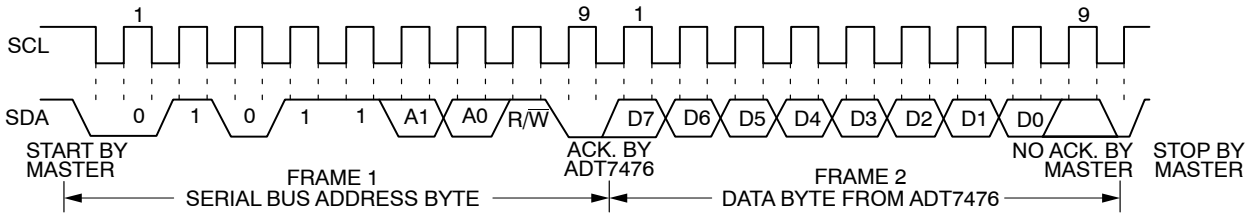

Figure 20. Reading Data from a Previously Selected Register
A read operation is then performed consisting of the serial bus address; R/$\overline{W}$ bit set to 1, followed by the data byte read from the data register (see Figure 20.)
2. If the address pointer register is already known to be at the desired address, data can be read from the corresponding data register without first writing to the address pointer register (see Figure 20).